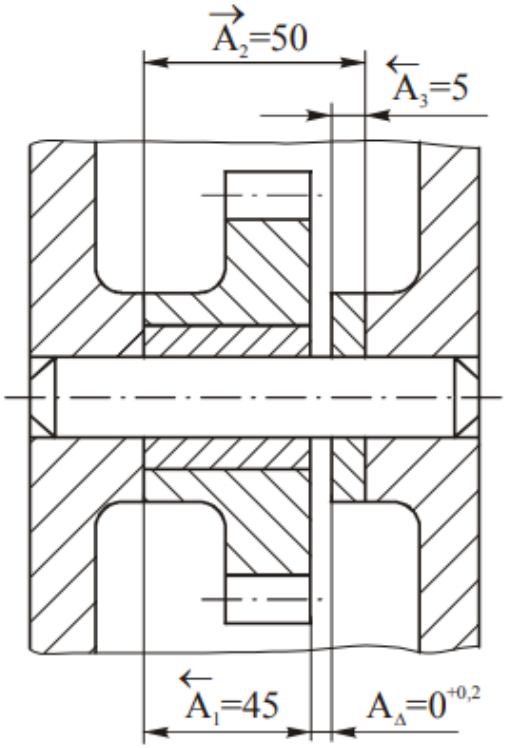

Рисунок 1 — Размерная цепь механизма
Затем найденные указанным образом допуски составляющих звеньев корректируют с учетом сложности достижения точности каждого составляющего звена. В итоге стремятся снизить затраты на изготовление изделия. Для рассматриваемого примера (рис. 1)^
1. Задаемся значениями коэффициента риска t_Δ и среднего квадратического отклонения λ_i. Для рассматриваемого примера (рис.1) примем, что риск Р =1 %, при котором t_Δ=2,57 (табл. 7). Считая, что распределение размеров составляющих звеньев соответствует закону Гаусса, берем λ_i =1/9.
В таблице 7 сопоставлены результаты расчетов допусков и предельных отклонений составляющих звеньев рассматриваемой размерной цепи (рис.1), выполненных методом полной и неполной взаимозаменяемости. Видно, что метод неполной взаимозаменяемости по сравнению с методом полной взаимозаменяемости позволяет даже для коротких размерных цепей значительно увеличить допуски составляющих звеньев. Экономический эффект от использования метода неполной взаимозаменяемости вместо метода полной взаимозаменяемости возрастает с уменьшением допуска замыкающего звена и увеличением числа звеньев размерной цепи.